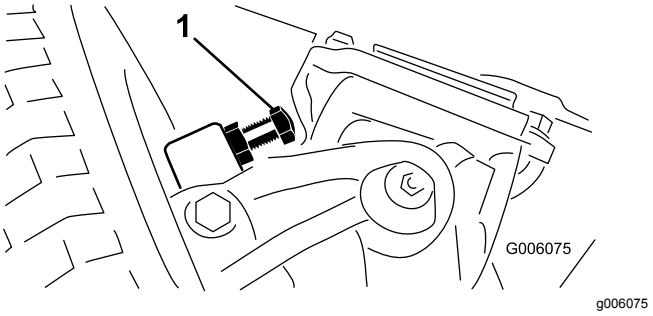

Figur 69
1. Skru boltene ind eller ud, indtil frigangen på 0,23 cm opnås. Se Figur 69.